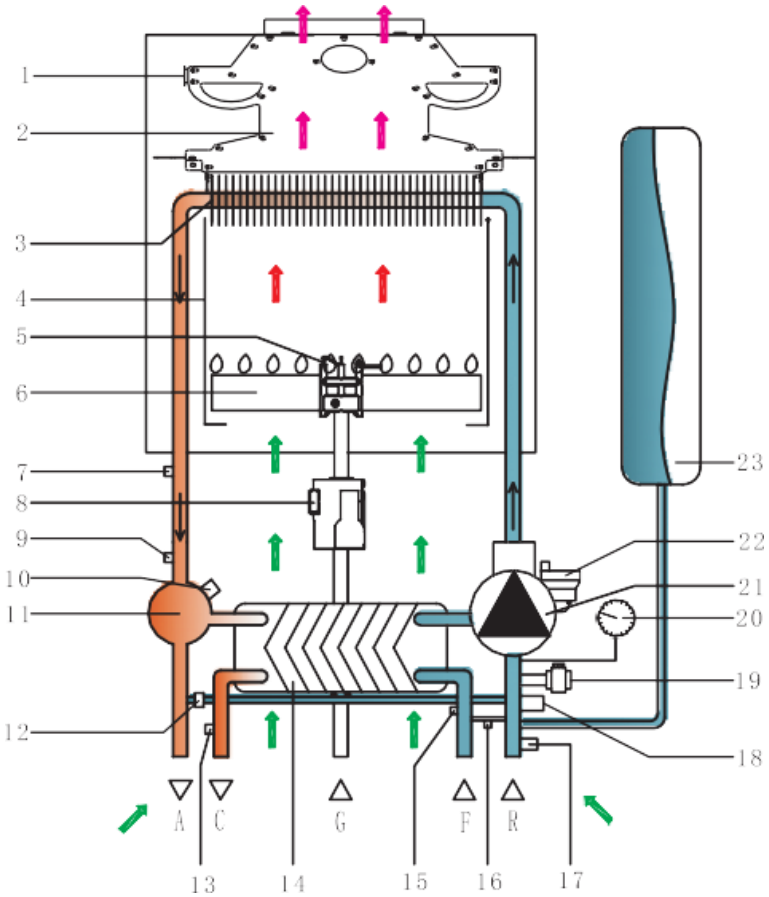

Рис. 3
**3.7 Принципиальная схема циркуляции теплоносителя (Рис. 3)**